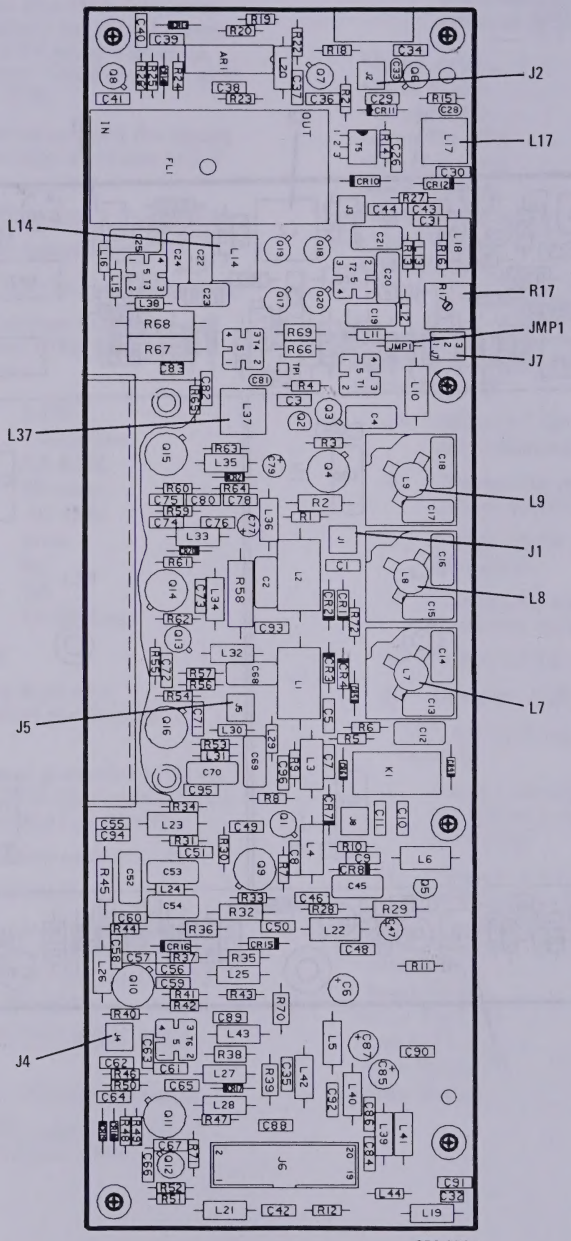

Figure 6-4. First Converter PWB Assy
c. FIRST CONVERTER PWB ASSY A1A3 (figure 6-4).
(1) L7 - L9, Low Pass Filter Adjustment.